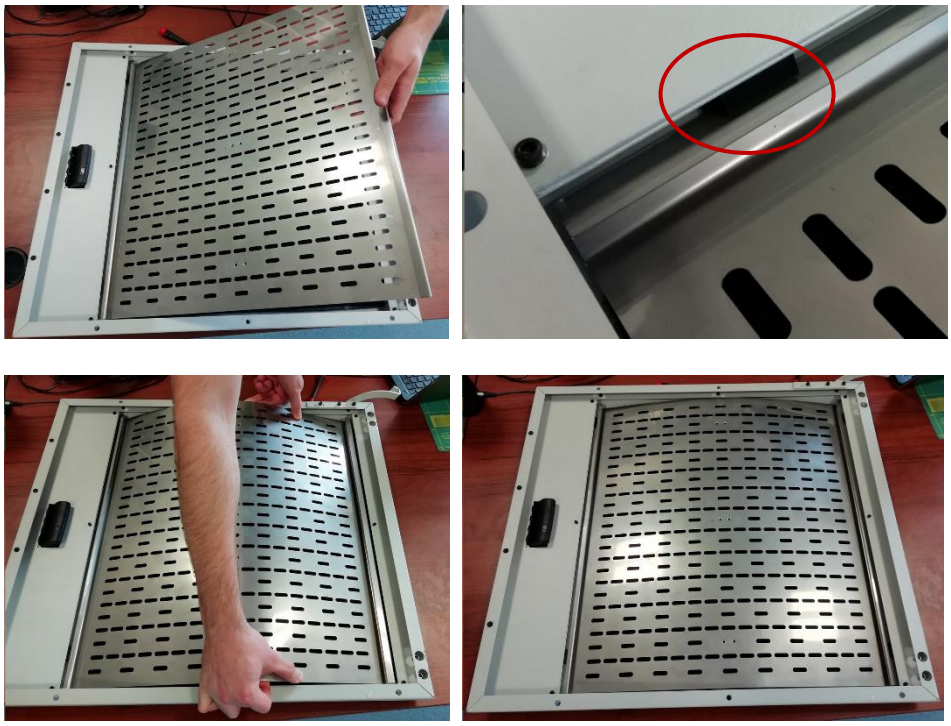

Rys. 16 Włożenie blachy do górnej pokrywy
9. Wsuń blachę pod dwa czarne dystanse z jednej strony drukarki a następnie wygnij blachę i wsuń ją pod dwa czarne dystanse z drugiej strony (rys.16).